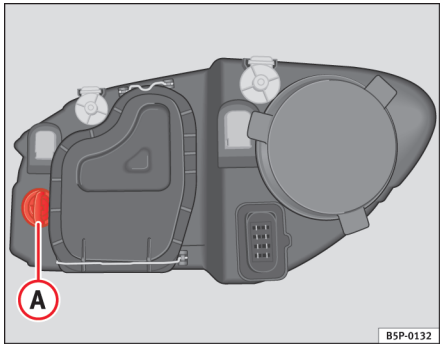

Fig. 159 Blinklyspære
– Drej fatningen ⇒ fig. 159 (A) mod venstre, og træk i den.